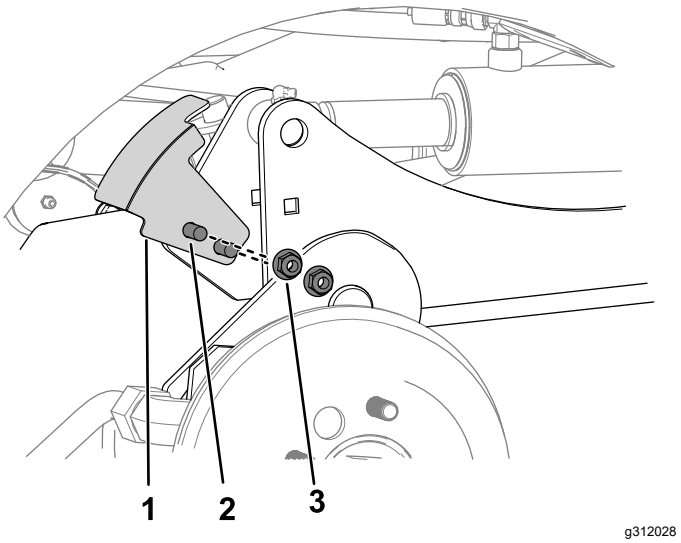

Figura 8
5. Utilizzate 2 bulloni a testa tonda e 2 dadi (⅜") per fissare la staffa del sensore al braccio di sollevamento destro (Figura 8).